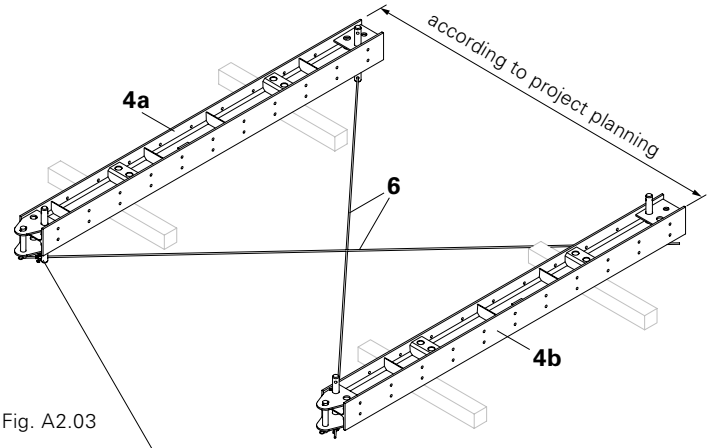

Fig. A2.03
- Timbers should not obstruct subsequent installation of diagonal bracing and scaffold tubes. (Fig. A2.03)
4. Pre-assemble diagonal bracing on the underside with Double Tie Yoke HDD (6.1), Tie Rods (6.2) and Wing Nut Counterplates or Cam Nuts (6.3). (Fig. A2.03)